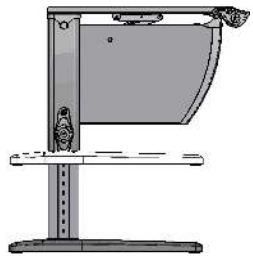

Рис. 23
6.2. Для удобства эксплуатации потребителями различных возрастных групп стол имеет возможность ступенчатой регулировки столешницы по высоте и углу наклона см. рис. 23.